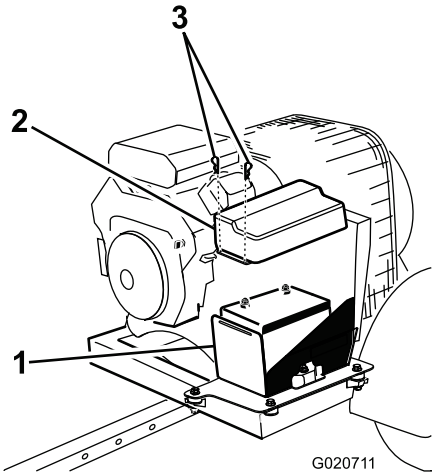

Figur 3
1. Ta bort klämmorna som håller fast batterikåpan på batterilådan (Figur 3).